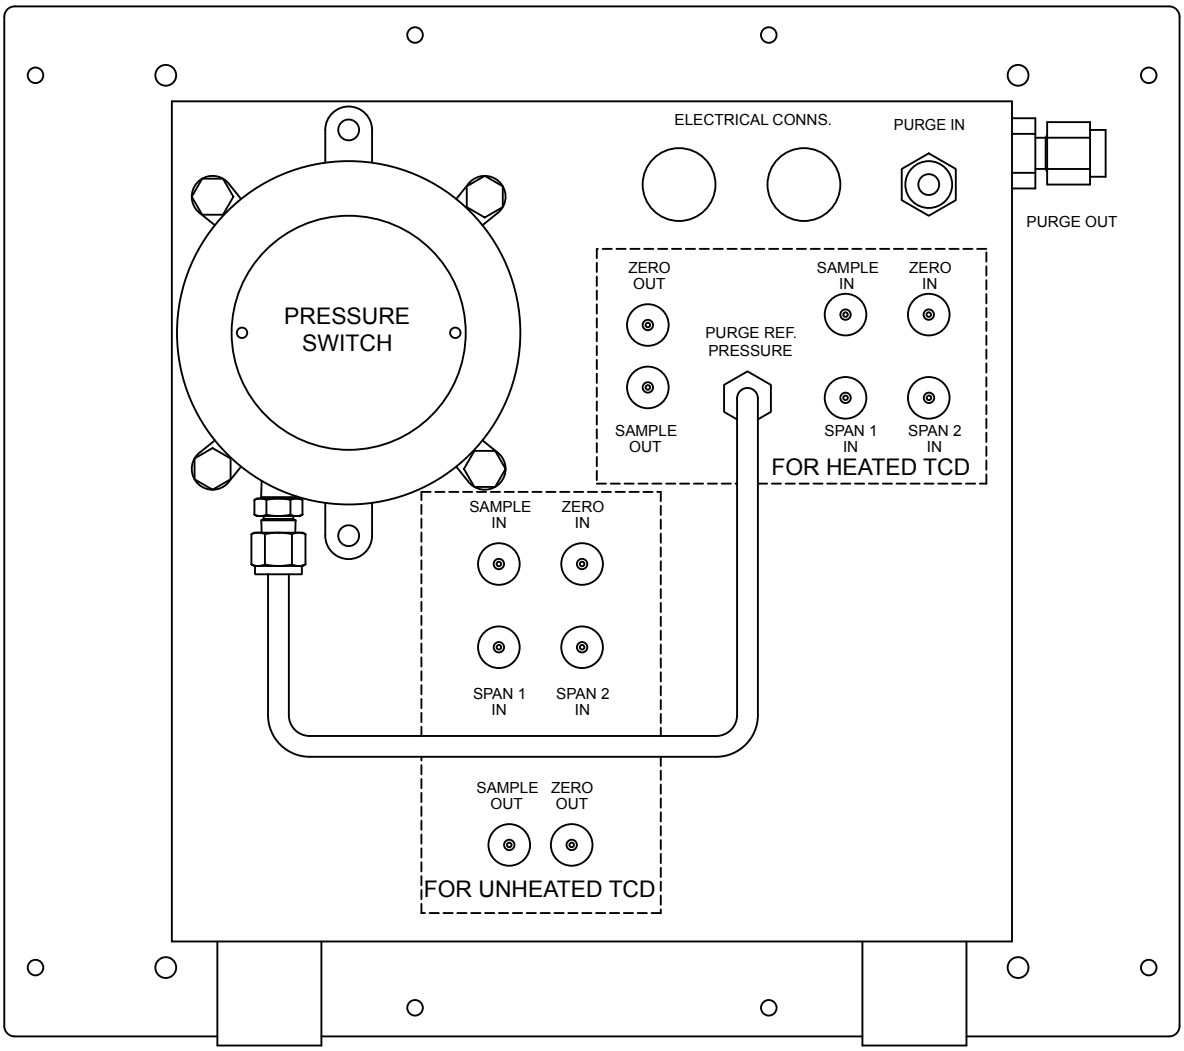

Figure A-1: Back Panel - Purge Option
A.1.0 Installation (refer to Figures A-1 and A-2))
1.2 Locate the purge gas IN and OUT fittings on the 20 Series case (refer to Figure A-1). Both purge connections are 1/4-inch compression fittings.